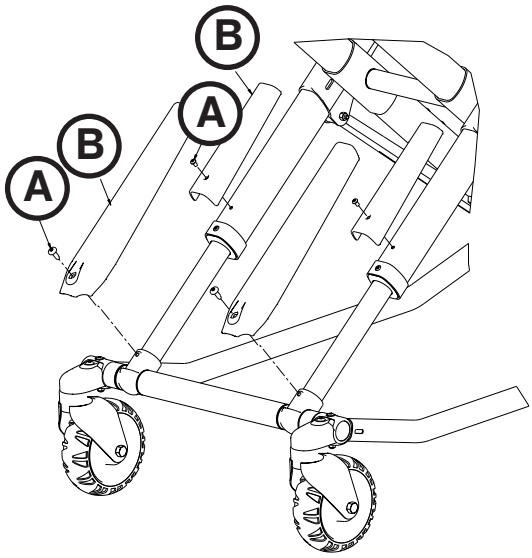

Figure 79
2. Using a T27 Torx driver, remove the truss head screw (A) that secures the X-frame guard (B) to the inner tube (see Figure 79)
4. Remove the outer tube X-frame guard and set aside to reuse on the new outer tube (see Figure 79 on page 1-72).